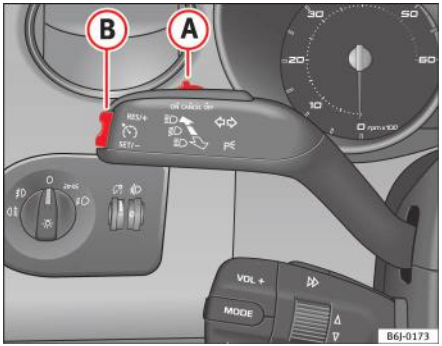

Fig. 107 Maneta pentru semnalizarea direcției şi faza lungă: comutatorul şi comutatorul basculant pentru tempomat
- când maneta (A) este deplasată în direcția **OFF** (dezactivat), fără a fi cuplată complet.
Pentru reactivarea tempomatului, eliberați pedala de frână sau de ambreiaj sau reduceți viteza automobilului sub 180 km/h şi apăsați o dată partea superioară a comutatorului basculant **RES** ⇒ fig. 107 (B).